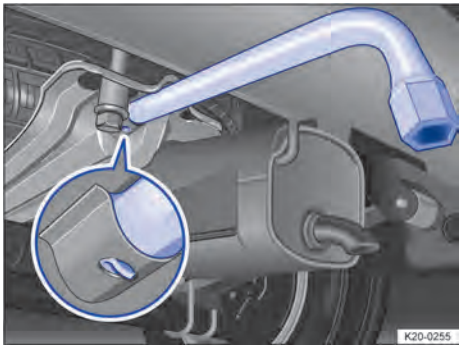

**Fig. 198** Debajo del vehículo: llave de rueda introducida en el soporte de la rueda de repuesto.
3. Introduzca la llave de rueda en el soporte → fig. 198.
Asegúrese de que el gancho de la llave de rueda se encuentre dentro del orificio del soporte → fig. 198 (imagen ampliada). La llave de rueda no deberá poder extraerse hacia atrás.
2. Introduzca la llave de rueda en el soporte → fig. 198.